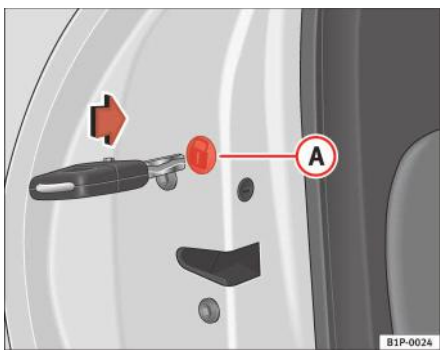

Fig. 58 Încuierea manuală a uşilor
Deschideţi uşa şi scoateţi capacul (A) ⇒ fig. 58 pe care este imprimată imaginea unei încuietori. Veţi observa un element circular cu o canelură în centru. Introduceţi cheia în canelură şi rotiţi elementul spre dreapta pentru uşile de pe partea dreaptă şi spre stânga pentru uşile de pe partea stângă.